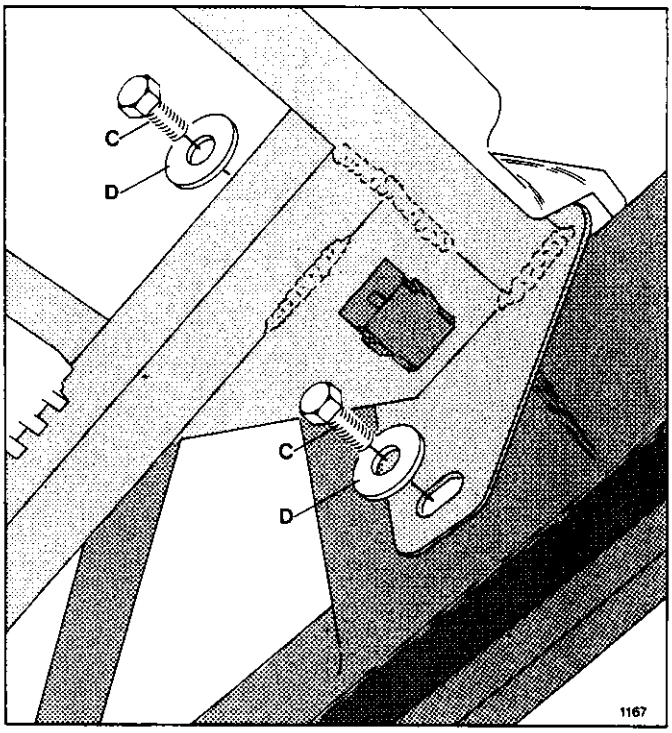

Abb. 3: Oberteil von der Vorderkante des Angelrahmens gesehen.
8. Die Schrauben C von der hinteren Einbauplatte des Angelrahmens abschrauben (sehen Sie Abb. 3). Die Befestigungspunkte des Oberteils sind jetzt ausgebaut.
3. Das Oberteil in den Angelrahmen mit den Schrauben C und mit den Scheiben D einbauen (sehen Sie Abb. 3). Die Schrauben nicht ganz anziehen. Das Oberteil kann jetzt vorsichtig geöffnet werden.
7. Setzen Sie sich in das Fahrzeug hinein und schliessen Sie das Oberteil. Lassen Sie einen Gehilfen das Oberteil über den hinteren Ecken des Fahrzeugs korrekt einstellen, so dass das Oberteil genau mit der Karosserie fluchtet. Die Schrauben C anziehen (sehen Sie Abb. 3).